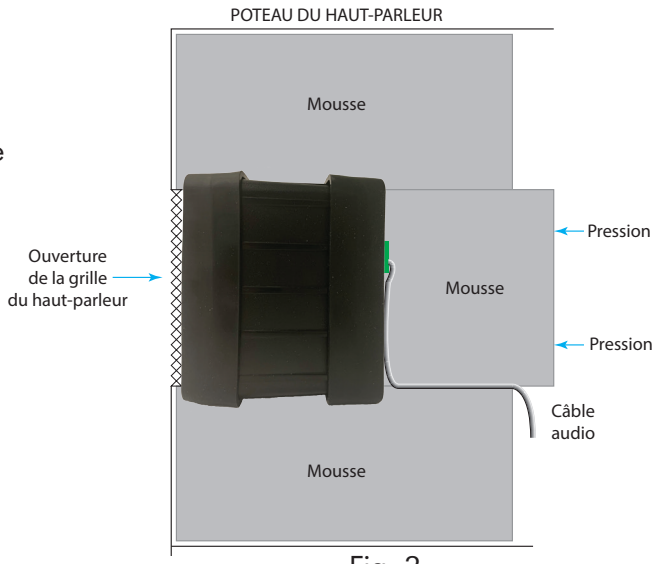

Fig. 3
3. Positionnez le haut-parleur à l'intérieur du poteau de haut-parleur ou du panneau de menu, avec le joint centré contre l'intérieur de la grille du haut-parleur, voir Fig. 3. Alignez l'ouverture du joint d'étanchéité avec l'ouverture de la grille.